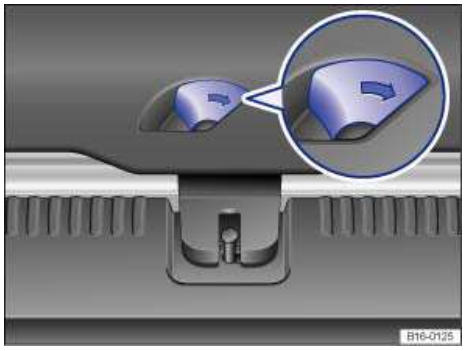

Fig. 163 Opening the luggage compartment lid from inside the luggage compartment.
- Push the lever in the direction of the arrow ⇒ fig. 163. The luggage compartment lid unlatches. Push the luggage compartment lid to open.